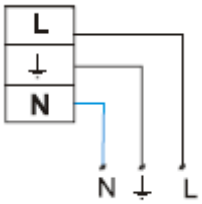

Рис.1
3.2 Сетевой кабель пропускается через сальник и присоединяется к клеммной колодке: L- постоянная фаза; N- нейтраль. Провод заземления должен быть присоединен к соответствующей клемме колодки, см. рис.1.